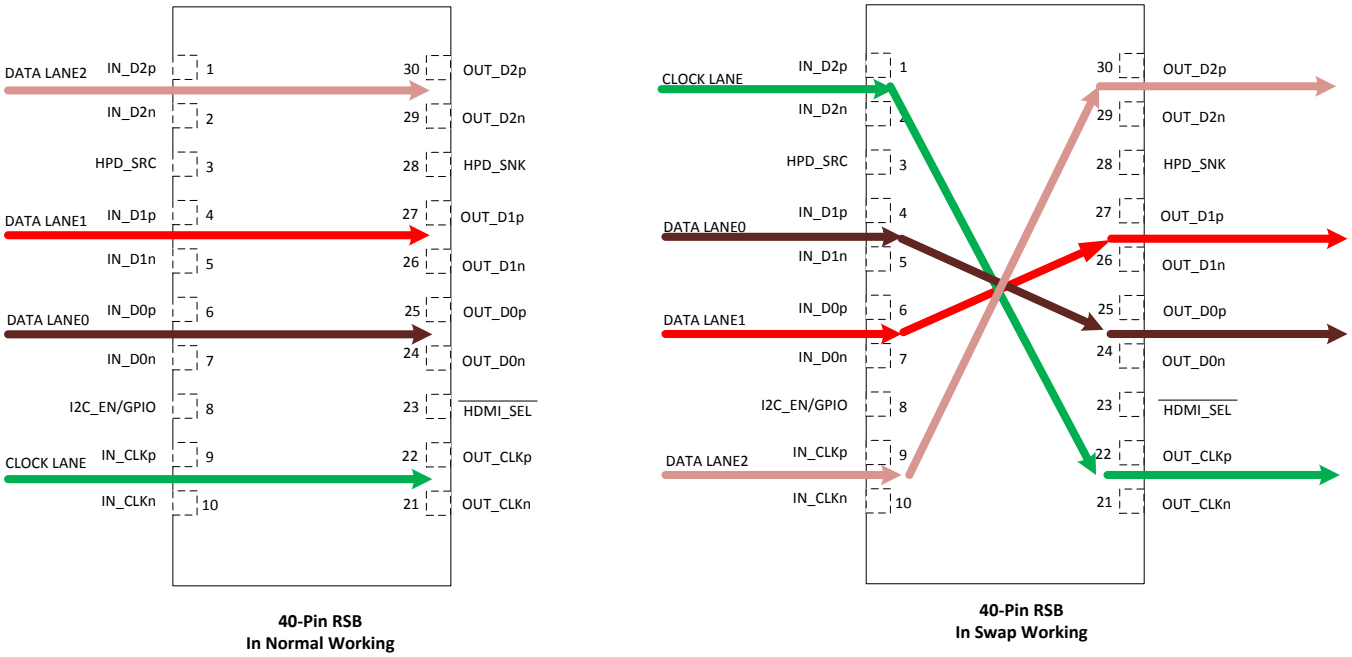

図 23. SNx5DP149 Swap Function for 40 Pins
(1) The output lanes never change. Only the input lanes change. See and 図 23.